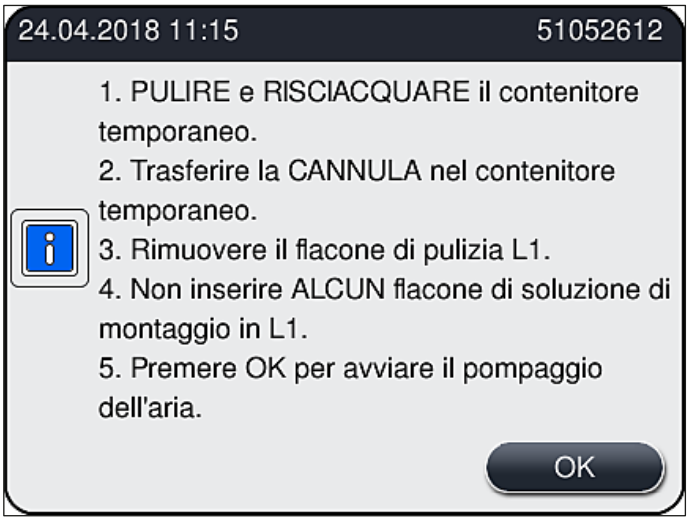

**Fig. 106**
4. Prendere nota del successivo messaggio informativo (→ Fig. 106) contenente istruzioni e confermarlo con il pulsante OK.